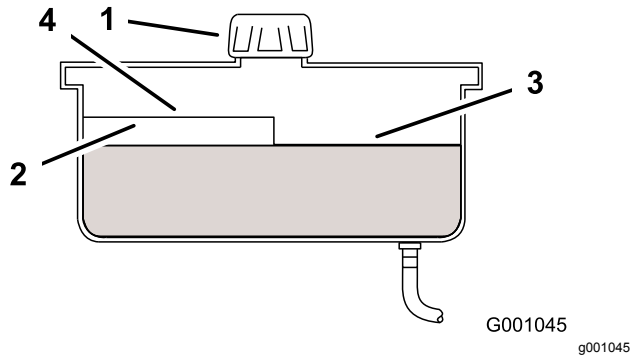

**Figur 52**
4. Gör rent omkring påfyllningsröret och locket på hydraultanken (Figur 52).
5. Ta bort locket från påfyllningsröret. Titta inuti och kontrollera om det finns någon olja i behållaren (Figur 52).
**Obs:** När oljan är varm når oljenivån upp till överkanten på markeringen för varmt på skärmen (Figur 52).